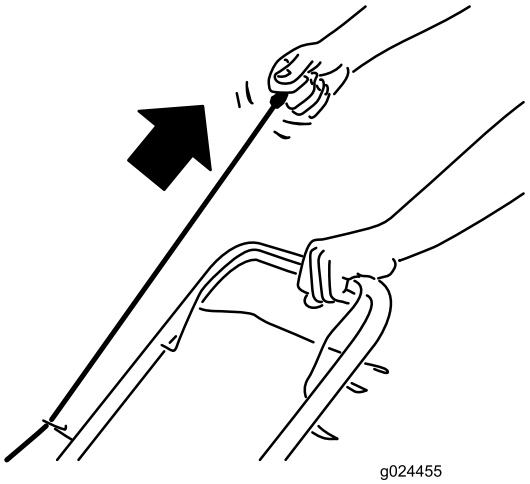

Figur 13
2. Træk let i tilbageslagsstarthåndtaget (Figur 13), indtil du mærker modstand, og derefter skal du trække hårdt i det og langsomt lade det vende tilbage til snorestyret på håndtaget.